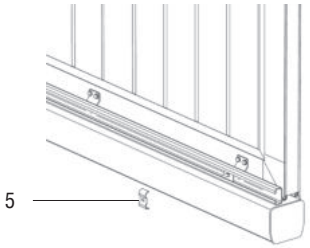

Рисунок 3
3. Поверх С-профиля н ложите скобу (5) т ким обр зом, чтобы болт поп л в отверстие скобы (рисунок 3).